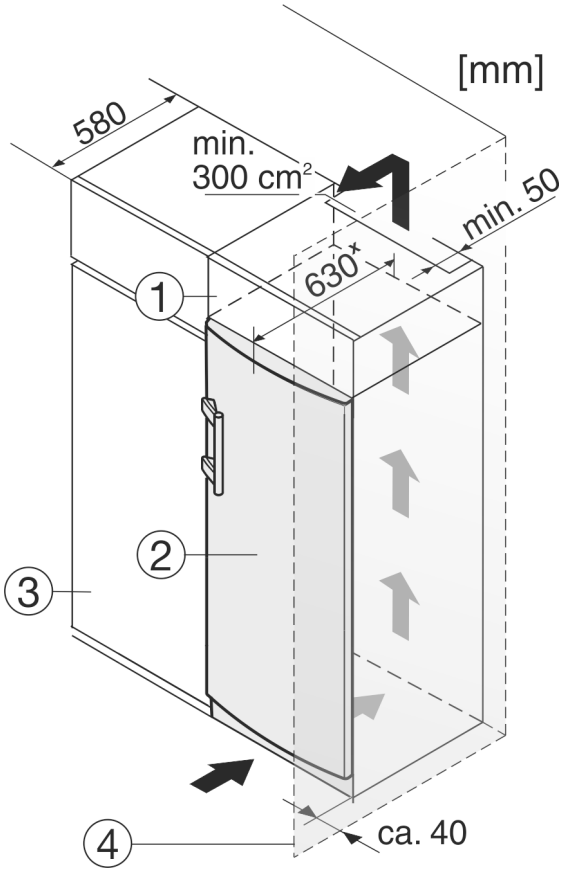

Fig. 9
Zařízení lze zabudovat do vybavení kuchyně. K vyrovnání přístroje *Fig. 9 (2)* na výšku kuchyňské linky lze na přístroj nasadit odpovídající nástavec *Fig. 9 (1)*.
Při montáži do kuchyňských skříní (hloubka max. 580 mm) lze přístroj instalovat hned vedle kuchyňské skříně *Fig. 9 (3)*. Přístroj přesahuje přední stěnu kuchyňské skříně na stranách o 34 mm[x] a uprostřed o 50 mm[x].
Když se přístroj instaluje závěsy vedle stěny *Fig. 9 (4)*, musí být vzdálenost přístroje od stěny alespoň 40 mm. To odpovídá přesahu madla při otevřených dveřích.